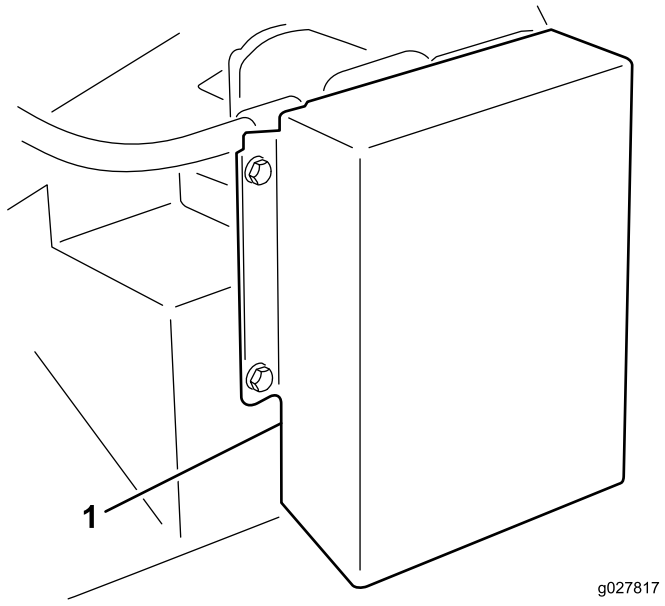

Figuur 9
1. Verwijder de bevestigingen waarmee het motorscherm aan het maaidekframe is bevestigd (Figuur 9). Verwijder het scherm.